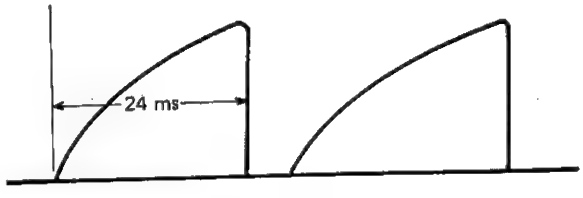

Abb. 51
3) Die Wellenform mit einem Oszilloskop bei TP-708 messen und R783 so abstimmen, daß die Bedingungen in Abb. 51 erxielt werden können.